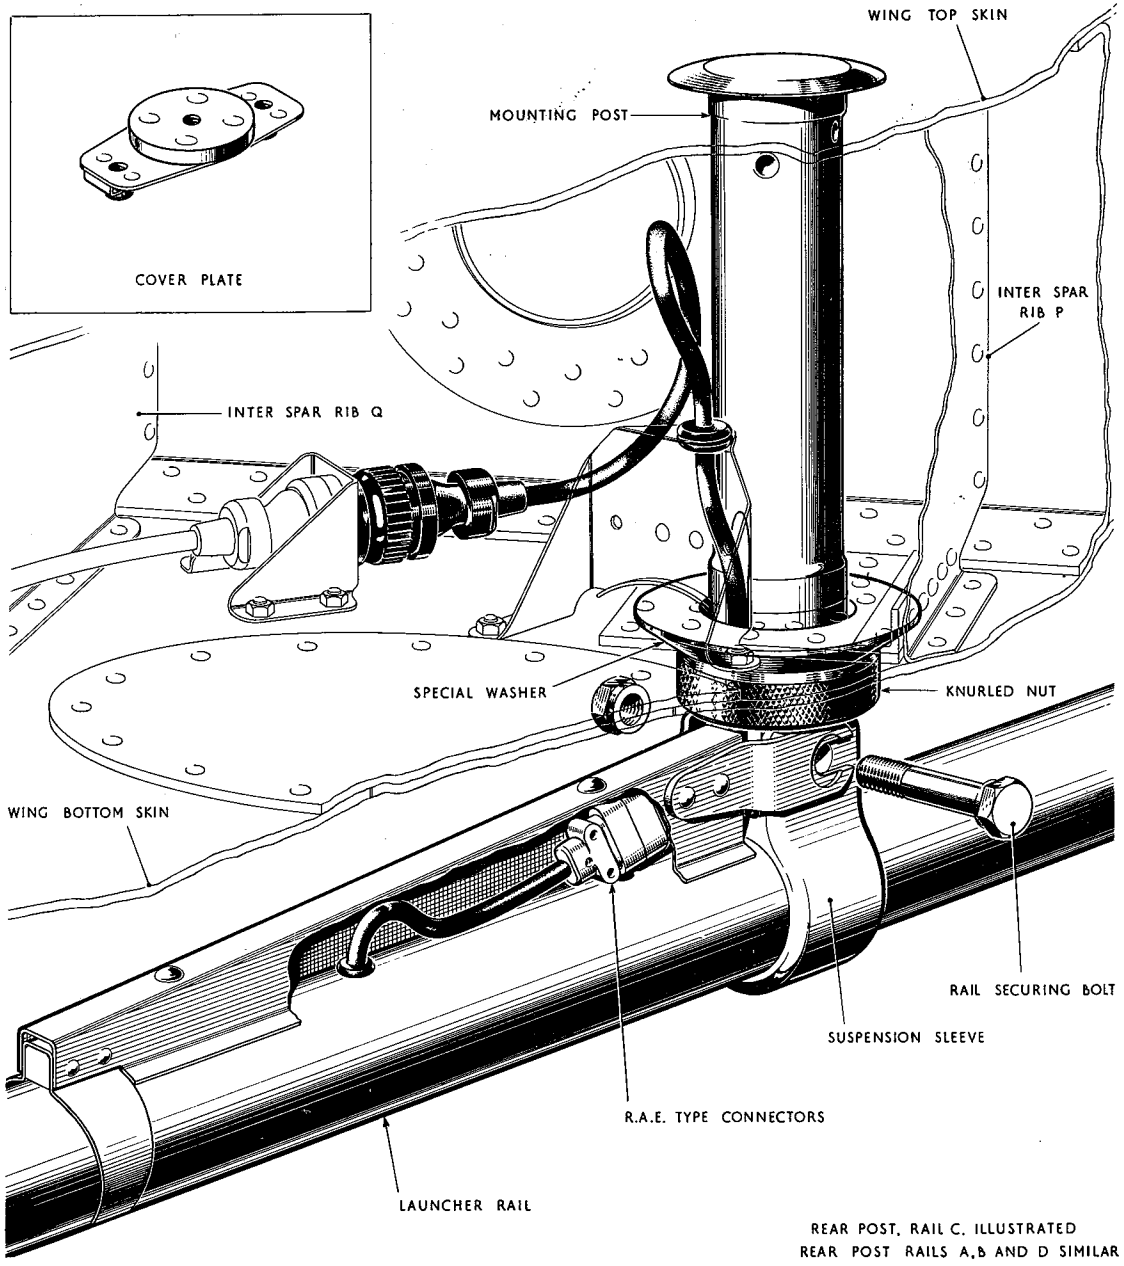

Fig. 1 Launcher rail attachment
(2) Before assembly of the rear posts, pull the electrical cables down through the apertures in the wings. These cables are stowed in the wings, when R.P. posts are not fitted, with the cable plug fitted into spring clips mounted on brackets adjacent to the rear post apertures.
(3) Before fitting the posts, lubricate the thread on the post, the spherical end of the nut and the spherical recess in the washer with grease XG-275.
(4) Tighten the bronze securing nuts by hand only.
(5) Fit the launcher rails to the eye-ends of the posts, using the special high-tensile steel bolts provided.
(6) Make electrical connection by fitting the cable plugs into the sockets of the launcher *(as shown in fig. 1)*. Fit the cable guards, which are secured by the rear post rail securing bolt.
(7) When assembly is complete, use 22 s.w.g. non-corrodible wire to specification D.T.D. 189 or 161 to lock the knurled nuts.